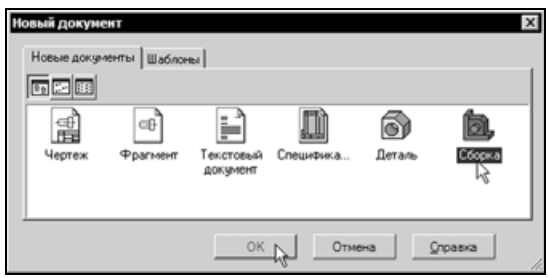

Рис. 7.3
- В окне диалога укажите тип создаваемого документа **Сборка** и нажмите кнопку **OK** (рис. 7.3).